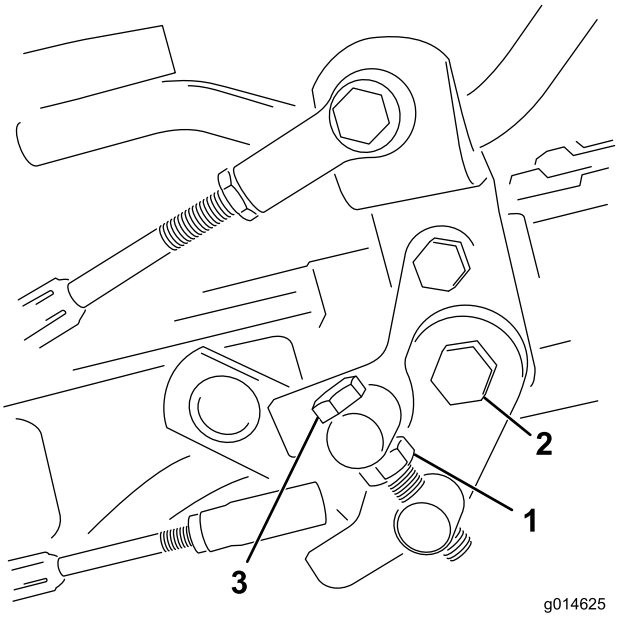

Figur 55
1. Løsn kontramøtrikken på trækbøjlen (Figur 55).
4. Tilspænd kontramøtrikken på tappens maskinskrue og møtrikken på pedalens drejetap for at låse justeringen (Figur 55). Kontroller justeringen, og juster som påkrævet.